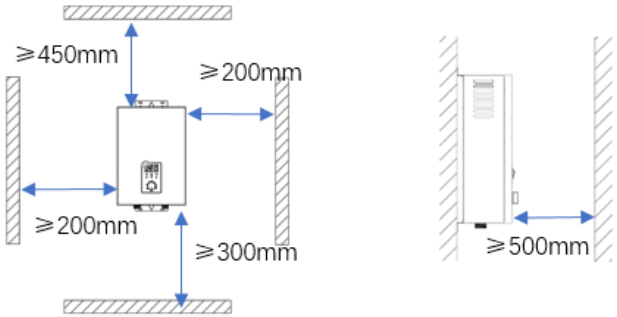

Рис. 7. Минимальные расстояния от электрического котла до поверхностей.
7.3.1. Размещение прибора на стене (Рис.7)